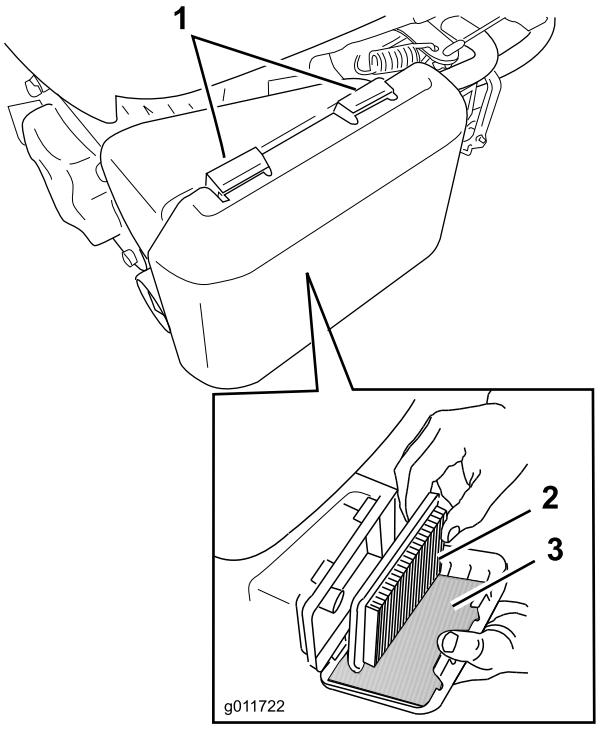

Figur 20
1. Tryk nedad på låsetapperne oven på luftfilterdækslet (Figur 20).
3. Fjern papirluftfilteret og skumforfilteret (Figur 20).